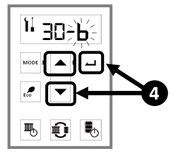

Fig 8. "Up," "Down" and "Select" Buttons
4. Press the ▲ (Up) or ▼ (Down) arrows to change the selection for the setting number (such as 30-A or 30-b). Then, press the "Select" button (Fig 8).